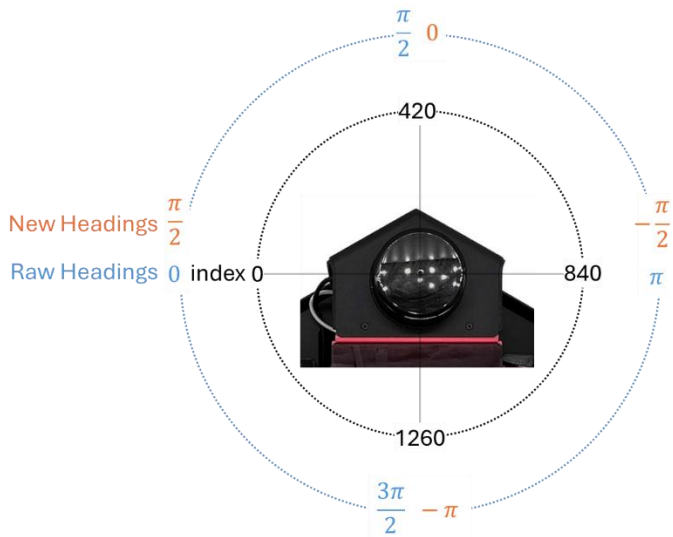

Figure 2. LiDAR measurement correction
3. Notice in **adjust_and_subsample()** under **QBPRanging()**, heading angles from the LiDAR sensor are multiplied by -1 and added to pi/2. This is to correct the headings such that the angle value of 0 corresponds to the front of the QBot, as shown in Figure 2. In addition, the angles are now increasing counterclockwise, consistent with the positive convention of our reference frame. Furthermore, this function downsamples the distance and angle data, which is beneficial in the obstacle detection application as it allows for faster computation when high resolution is not necessary.